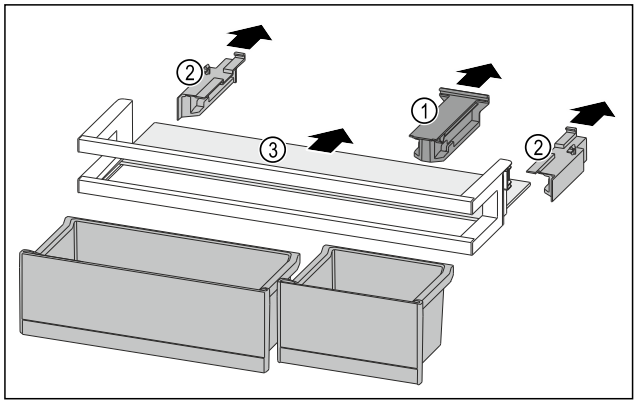

Fig. 233
▶ Pull off the holding part *Fig. 233 (1)*.
▶ Pull off the side parts *Fig. 233 (2)*.
▶ Remove the shelf *Fig. 233 (3)*.